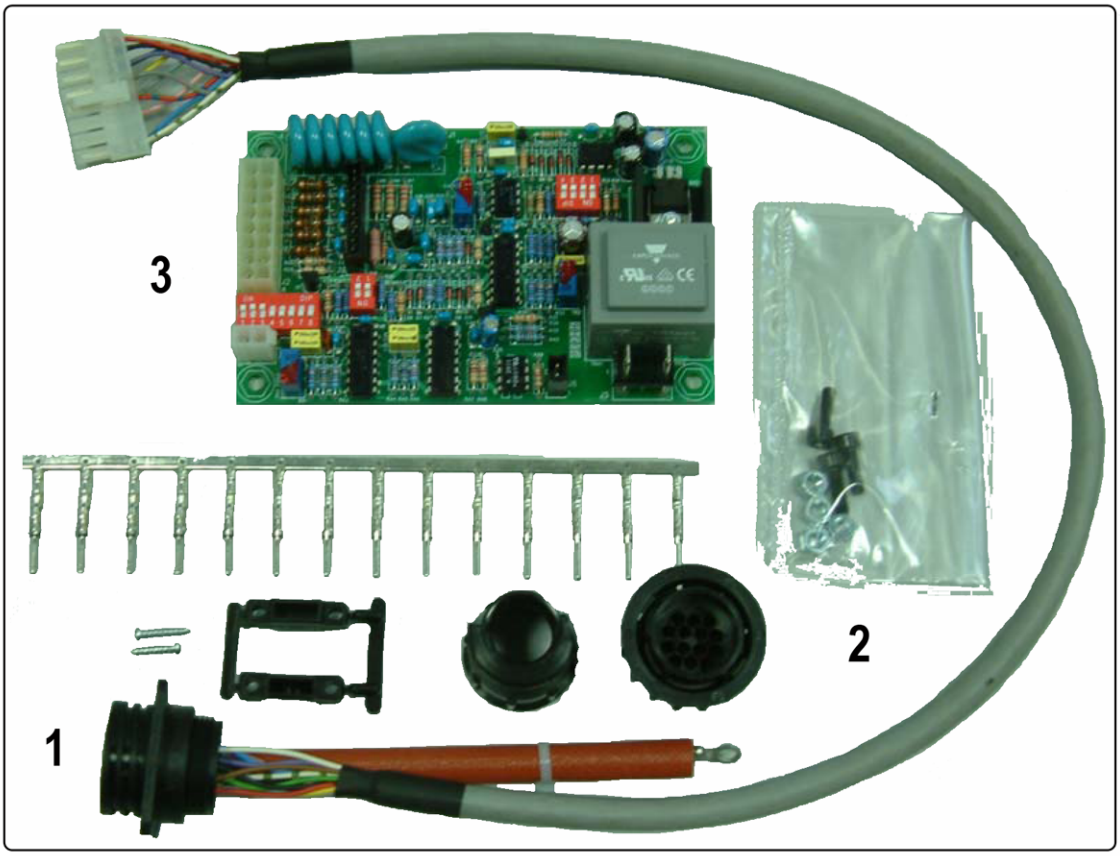

fig. 3
The Analog Interface Kit, art. 108.00 is made up of the elements visible in fig. 3.
- Install the Analog Interface Kit, art.108, setting Remote board **3** and the connection **1** of fig.3 respectively on the supports of the inside baffle of the Power Source and the hole left free by the cover **(A)** of fig.11.1.
- Connect the wiring **1** cable of fig. 3 to the Power Source earth point **(B),** as indicated in fig. 11.1.
- Insert multipoles connections **(C)**, **(D)**, **(E)**, **(F)**, **(G)** in the Power Source respectively in the connectors J5, J3, J6, J1 and J4 of the Remote board **3** (figs. 3, 11.2, 11.3).